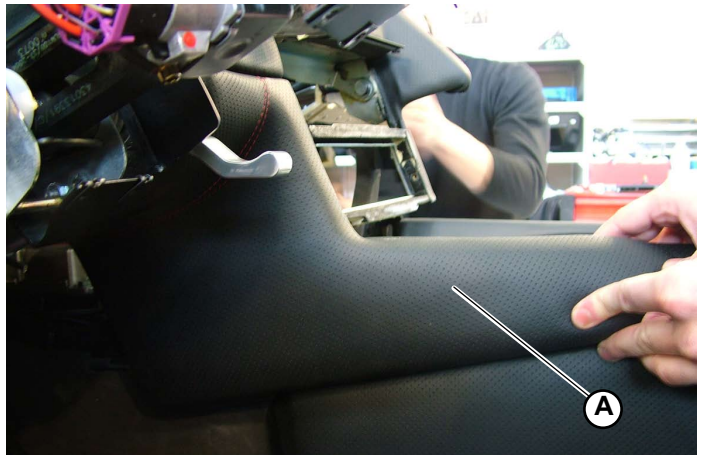
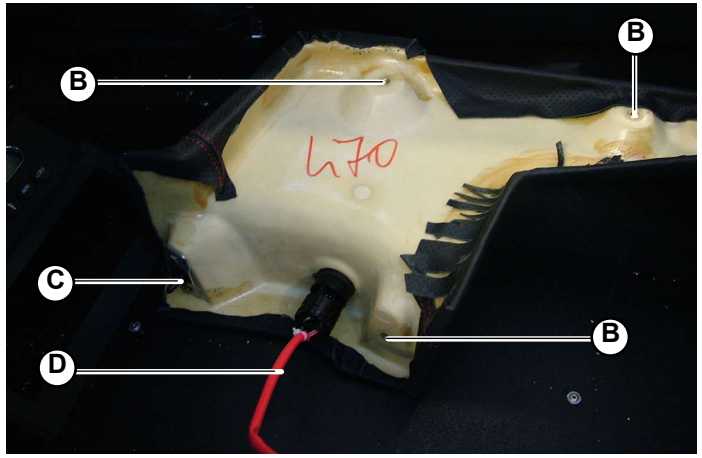

Fig.7
Fig.8
1. Unscrew the 3 stud bolts (**B-Fig.8**) and the finned anchor (**C-Fig.8**) securing the left side panel to the central tunnel; then remove the left side panel (**A-Fig.7**).
2. Disconnect the temperature sensor connection (**D-Fig.8**).